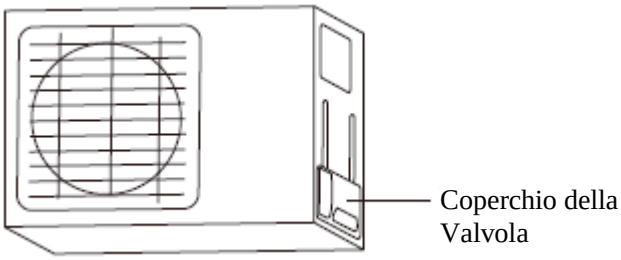

Fig. 5.9
1. Svita il coperchio dalla valvola di ritegno sul lato dell'unità esterna. (Vedi Fig. 5.9)